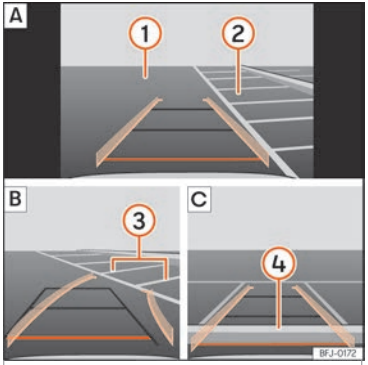

Abb. 204 Anzeige auf dem Bildschirm des Infotainment-Systems: einparken mit dem Rückfahrassistenten.
Legende zu **Abb. 204**:
- Bringen Sie das Fahrzeug vor die Parklücke ››› **Abb. 204** ② A.
- Fahren Sie rückwärts und drehen Sie das Lenkrad so, dass die gelben Linien in die Parklücke weisen. Die grünen und gelben Linien müssen mit den seitlichen Begrenzungslinien übereinstimmen ③ B.
- Halten Sie das Fahrzeug an, wenn die rote Linie die hintere Begrenzung erreicht hat ④ C.